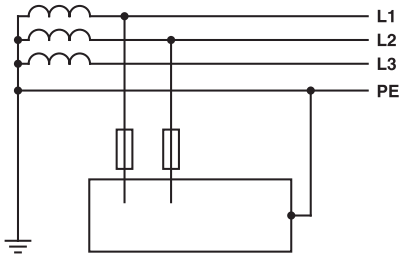

Рис.2
Двухфазное электропитание 380-400В / 50 Гц. Используйте подключение к Фазе 1 (1), Фазе 2 (2) и Земле (PE) в трехфазной розетке, см. Рис. 2. Прерыватель 16А, кривая D, или плавкие предохранители на 16А типа aM.